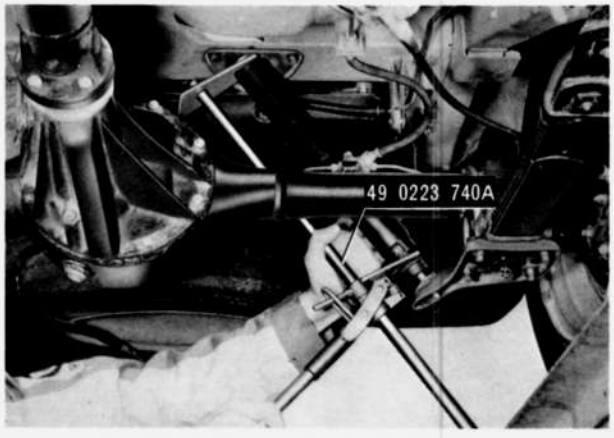

Fig. 13A–2 Compressing shock absorber
3. Compress the shock absorber with a **shock absorber lifter** (49 0223 740A) as shown in Fig. 13A–2.